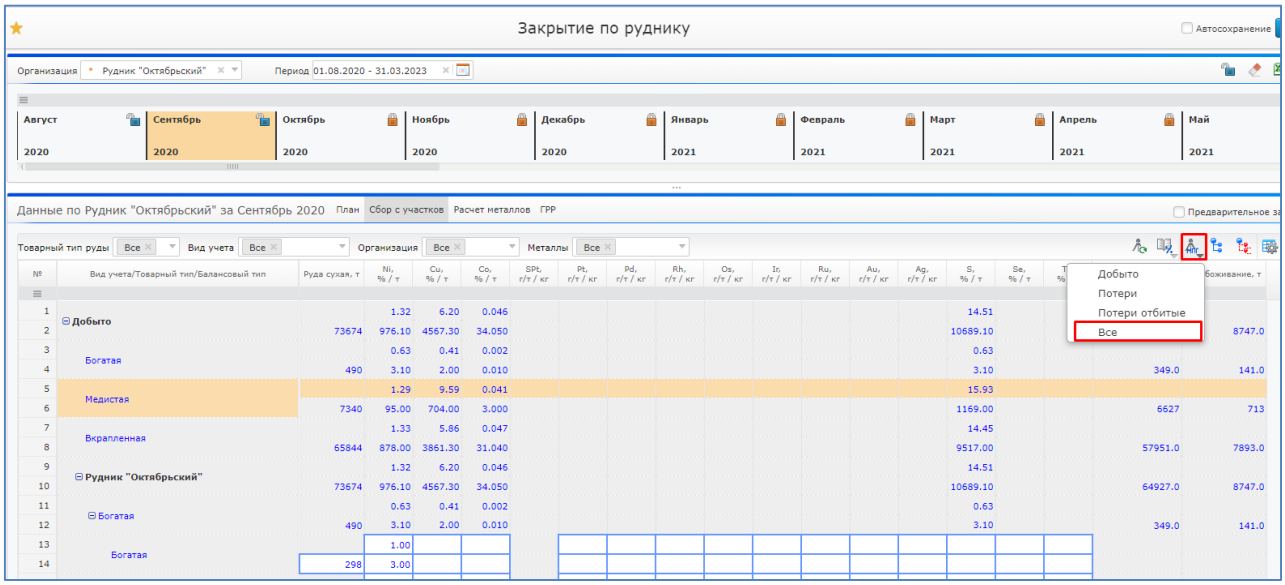

Рисунок 64. Сбор с участков
5. Нажать на кнопку «Заполнить МПГ из ГМП», выбрать «Все» (Рисунок 64).